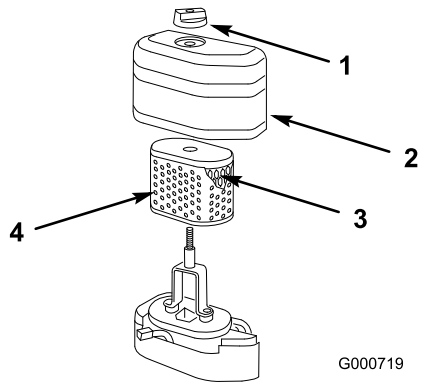

Figur 28
2. Skruva av ratten och ta bort luftrenarkåpan (Figur 28).